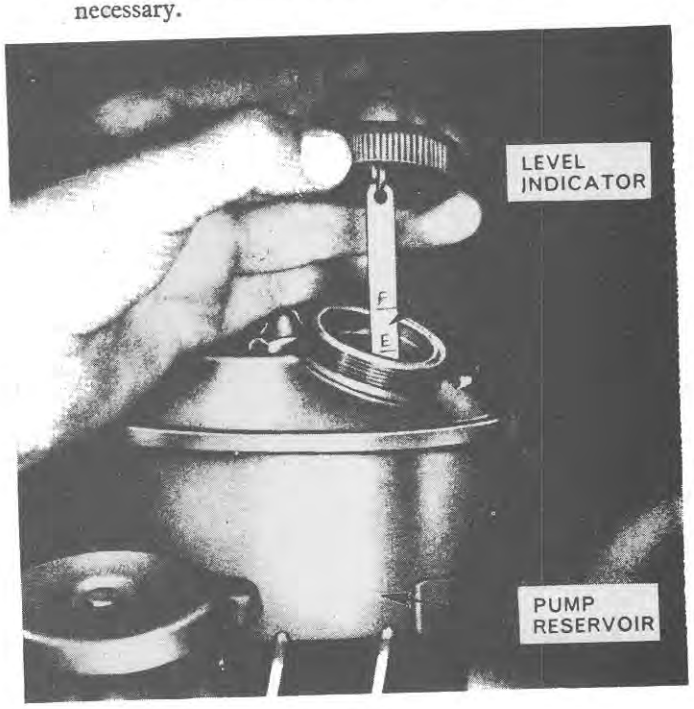

Figure 30
10. Top up the reservoir to the correct level with new oil of the correct grade, Figure 30.